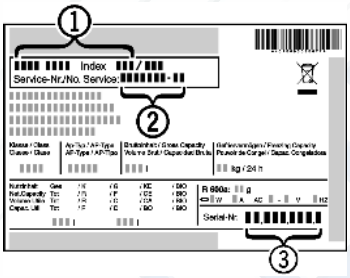

Fig. 32
▶ Наименование устройства *Fig. 32 (1)*, сервисный № *Fig. 32 (2)* и серийный № *Fig. 32 (3)* считайте с заводской таблички. Заводская табличка находится внутри устройства слева.
▶ Обратитесь в сервисную службу и сообщите вид неисправности, наименование устройства *Fig. 32 (1)*, сервисный № *Fig. 32 (2)* и серийный № *Fig. 32 (3)*.